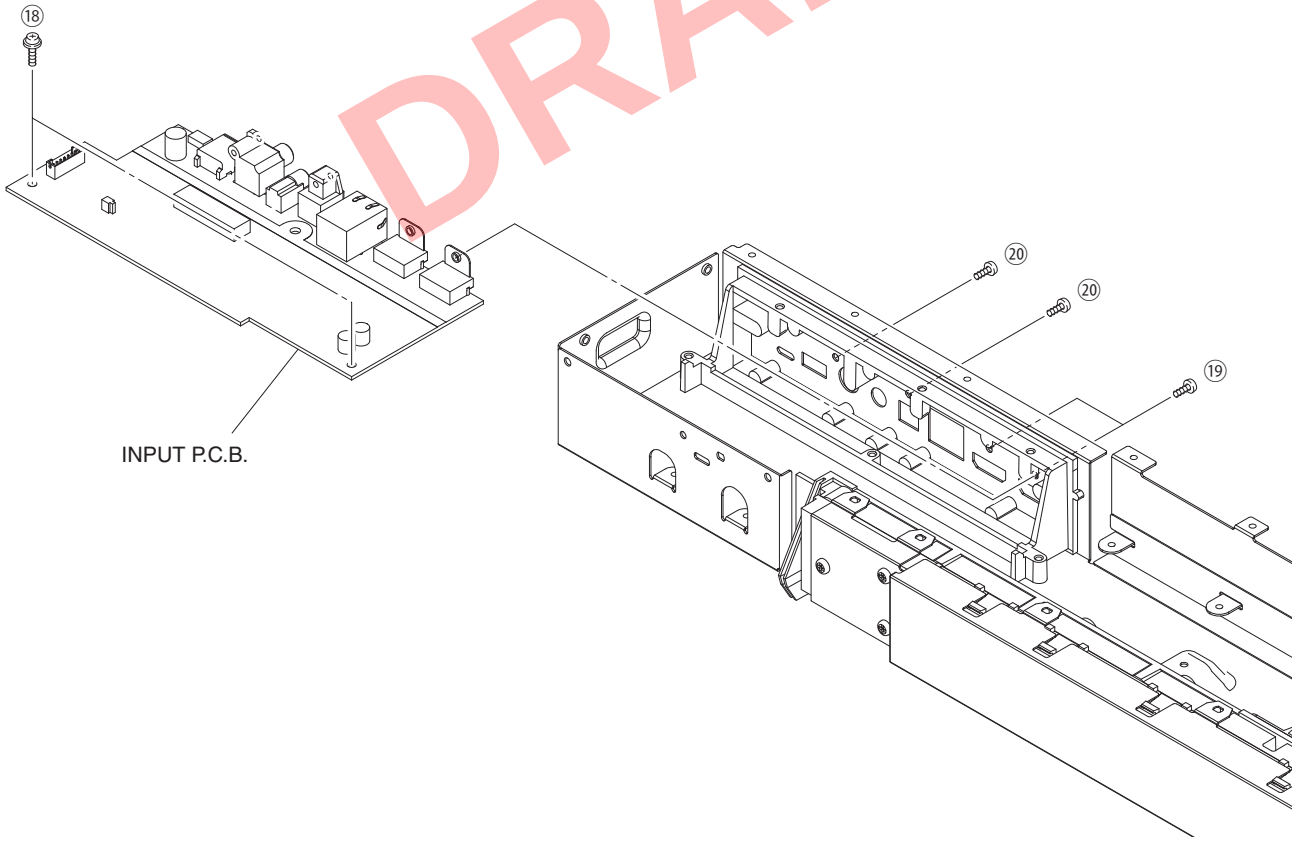

Fig. 7
8. Removal of INPUT P.C.B. (Fig. 7)
a. Remove 2 screws (⑱), 2 screws (⑲) and 2 screws (⑳).
8. INPUT P.C.B. の外し方（Fig. 7）
a. ⑱ のネジ 2 本、⑲ のネジ 2 本、⑳ のネジ 2 本を外します。